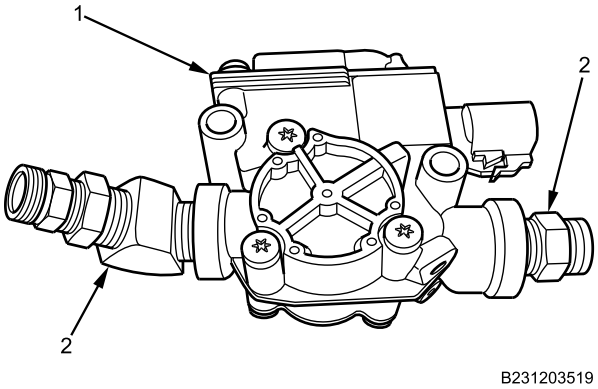

Figure 4. ABS Modulator Air Line Fittings.
1. Remove air line fittings (Figure 4, Item 2) from ABS modulator valve (Figure 4, Item 1).